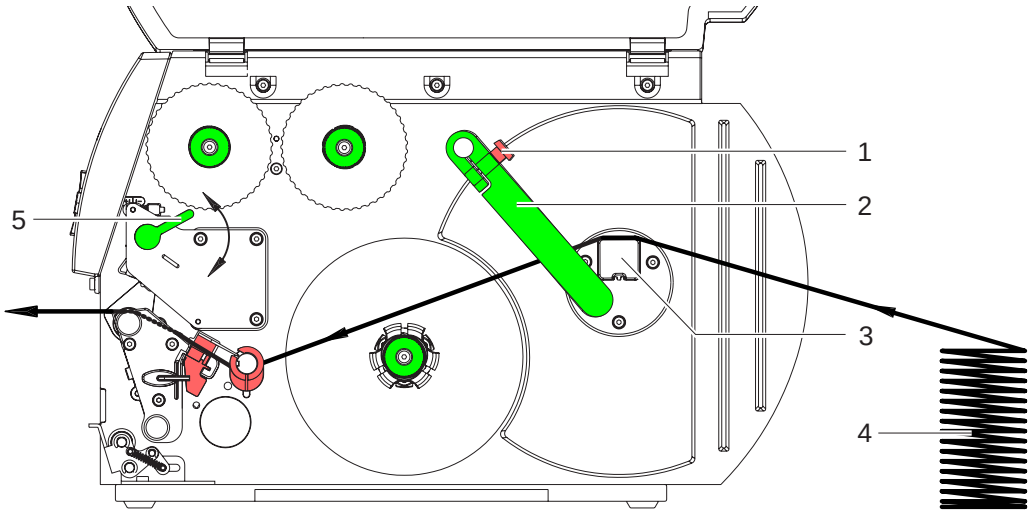

Abb. 11: Papierlauf mit Leporello-Etiketten
1. Rändelschraube (1) lösen und Führung (2) ganz nach außen schieben und am Rollenhalter (3) vorbei nach unten schwenken.
2. Wenn Kernadapter auf dem Rollenhalter (3) montiert sind, Kernadapter abbauen (siehe ”6.1.1” auf Seite 16).
3. Etikettenstapel (4) hinter dem Drucker platzieren. Darauf achten, dass die Etiketten auf dem Streifen von oben zu sehen sind.
4. Etikettenstreifen über den Rollenhalter (3) zur Druckeinheit führen. Siehe Abb. 11.
5. Führung (2) gegen den Etikettenstreifen schieben, nach oben gegen den Rollenhalter schwenken und Rändelschraube (1) anziehen.
9. Hebel (5) in Uhrzeigerrichtung drehen, um den Druckkopf zu verriegeln.